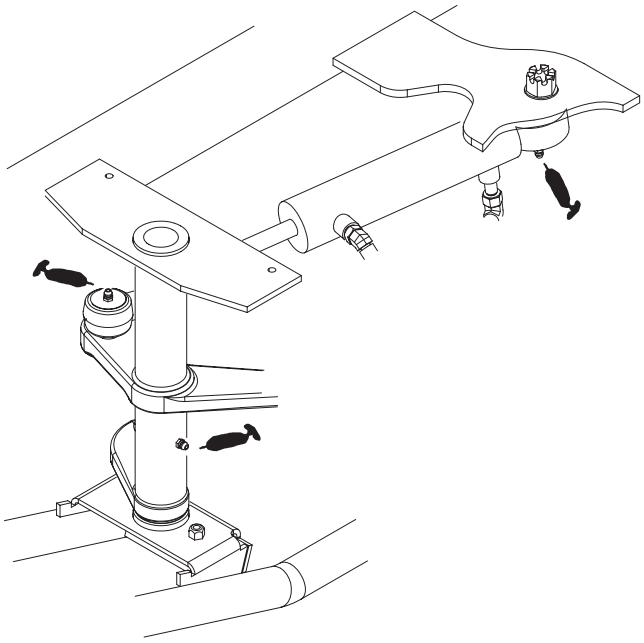
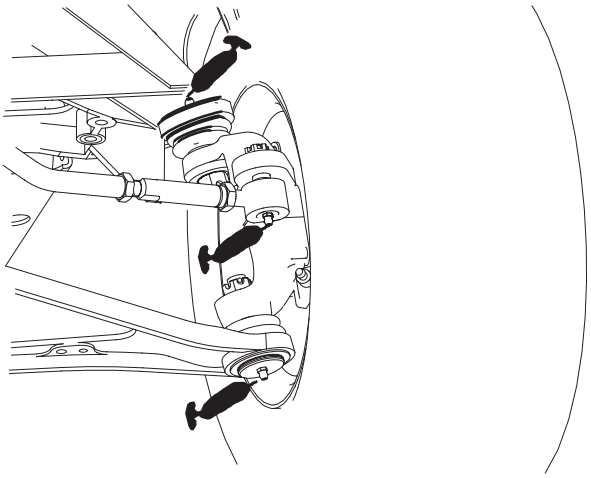
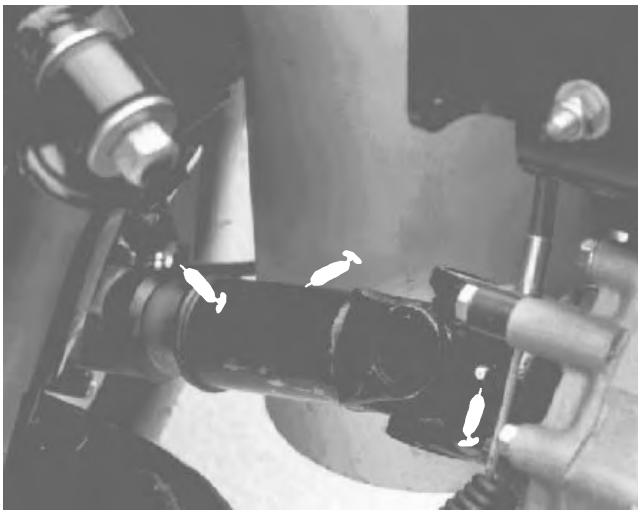

Bild 33
Bild 34
Bild 35
Die Schmiernippel und deren Anzahl sind: Lenkumlenkhebel (1) und Lenkkugelgelenke (2) (Bild 33), Zugstangenenden (4) (Bild 34), vordere Kugelgelenke (4) (Bild 34), hintere Antriebswellen (18) (Bild 35), Pedaldrehpunkte (3) (Bild 36); vordere Drehbüchsen (2) (Bild 37) und Gasgelenk (1) (Bild 38).